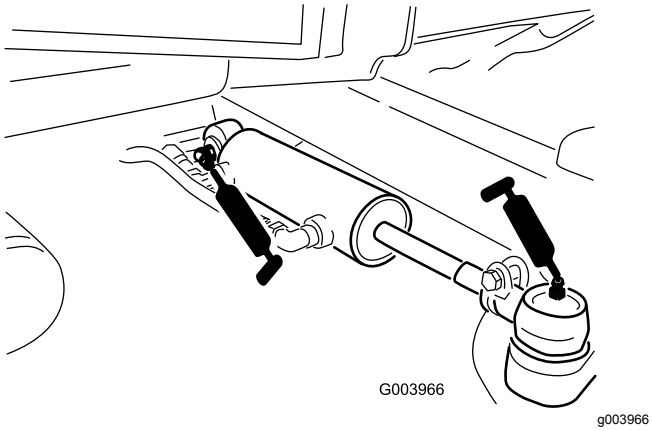

Figur 50
- Styretøjscylinderens kugleled (2) (Figur 50)